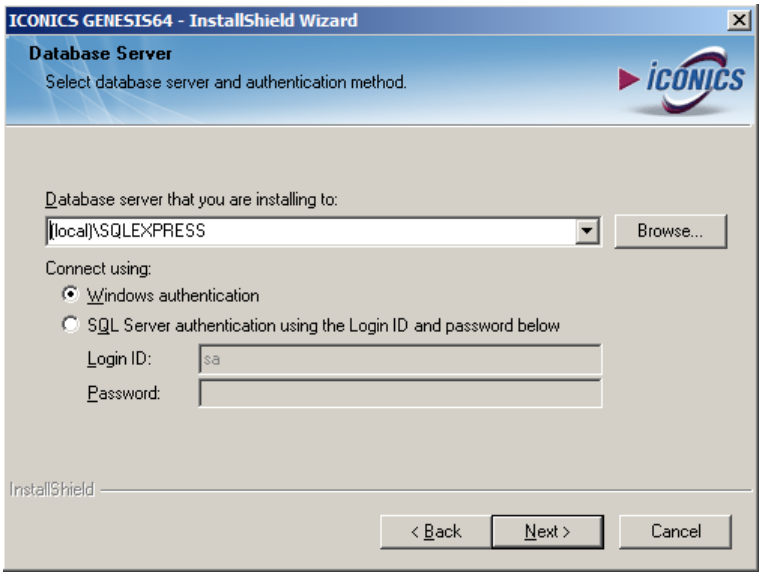

Figure L1.7 Installation: Database Server Configuration
10. On the **Database Server configuration** screen, your screen should look like Figure L1.7. If not, you can choose the SQL Server from the dropdown list. If your SQL Server Browser services are not running, you might not be able to see a list of installed SQL Servers. In this case, you will need to type in the SQL Server name. If you installed the SQL Server with the GENESIS64 Installation disk, the instance name is *hostname*\SQLEXPRESS where *hostname* is the name of your computer.